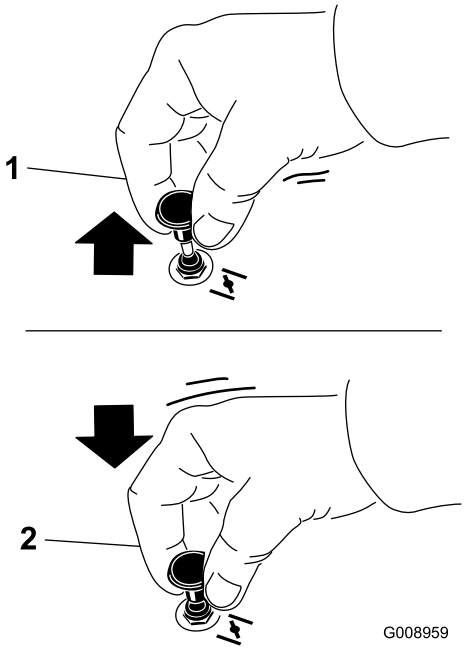

Figure 13
2. Tirez sur le bouton de starter pour engager le starter avant d'utiliser le commutateur d'allumage (Figure 13).
3. Poussez sur le bouton pour désengager le starter lorsque le moteur a démarré (Figure 13).